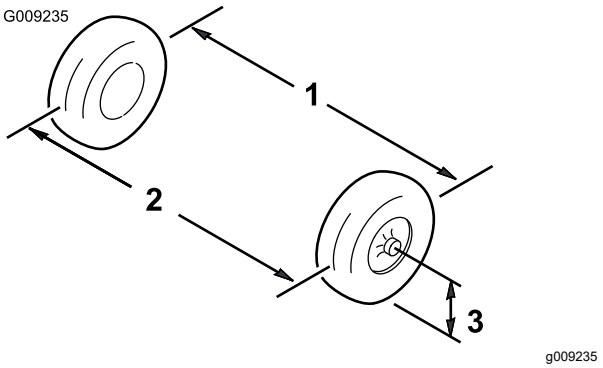

Figur 57
1. Mål avstanden mellom begge forhjulene ved akselhøyde, både foran og bak på forhjulene (Figur 57).